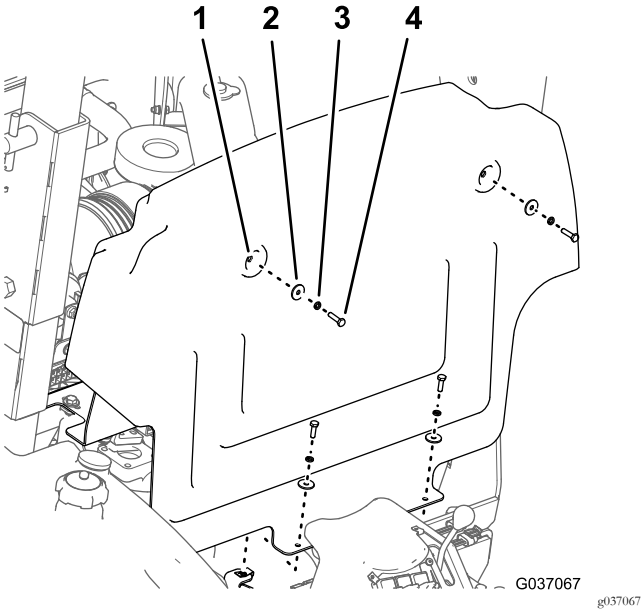

Figura 28
(6 mm) que fixam o painel de anteparo ao chassis da máquina (Figura 28).
2. Mova o painel para cima e para a frente e retire-o da máquina (Figura 28).
1. Alinhe os quatro orifícios no painel de anteparo com quatro porcas de clipe no chassis; consulte a Figura 28.
2. Fixe o painel de anteparo ao chassis da máquina com quatro parafusos, quatro anilhas de bloqueio e quatro anilhas de cabeça chata, consulte a Figura 28.